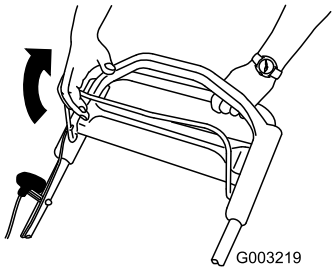

Figuur 12
3. Houd de bedieningsstang van het maaimes tegen de handgreep (Figuur 12).